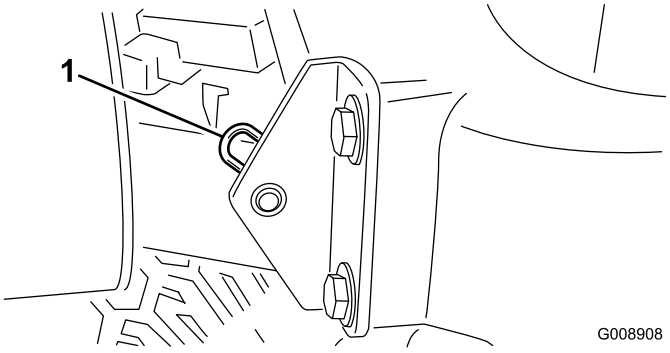

Figuur 30
2. Verwijder de R-pen waarmee het draaipunt van de motorkap aan de montagebeugels is bevestigd (Figuur 30).
Opmerking: Om vet in verzonken nippels op de rollen te spuiten (Figuur 30), moet u een verloopstuk op de vetspuit plaatsen. U kunt het verloopstuk bestellen bij een erkende Toro-dealer, onderdeelnr. 107-1998.